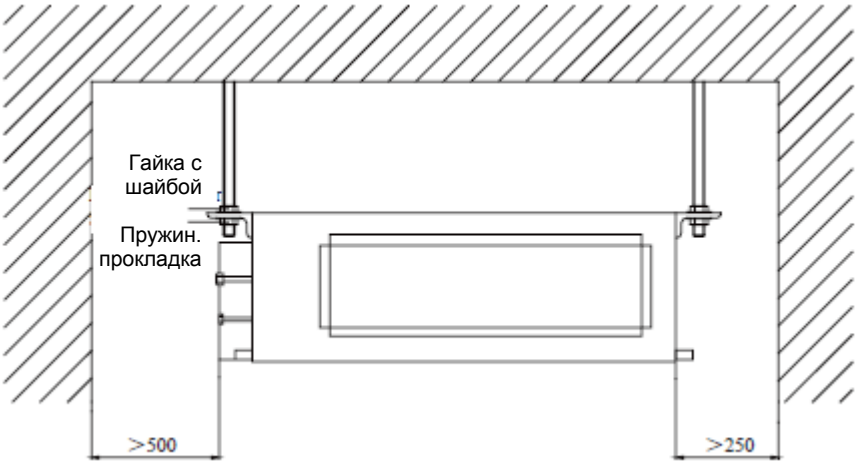

Рис. 2
- Обеспечение сервисных расстояний (см. Рис. 2).